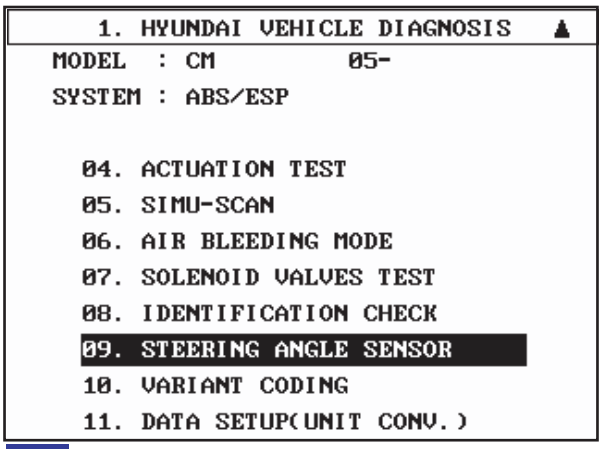

Fig4
4) Go in Anti-Rock brake system. (figure 4).